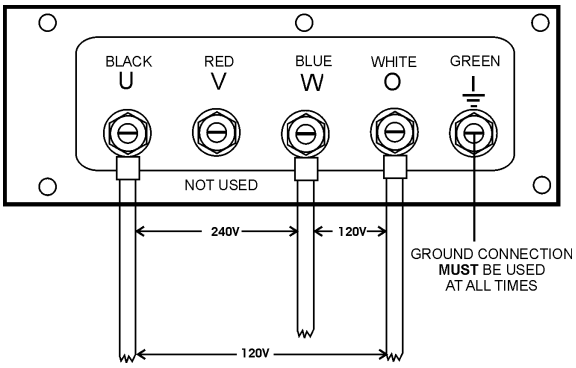

Figure 27. UVWO Terminal Lugs 1Ø-200/100V Connections
2. Connect the load wires to the UVWO terminals as shown in Figure 27.